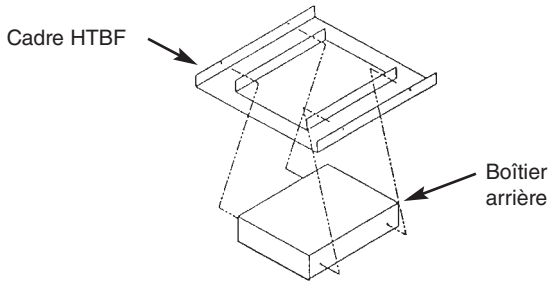

**Figure 2**
4. Montez le boîtier arrière de radiateur sur le cadre HTBK en utilisant les quatre vis fournies (Référez-vous à la Figure 2).